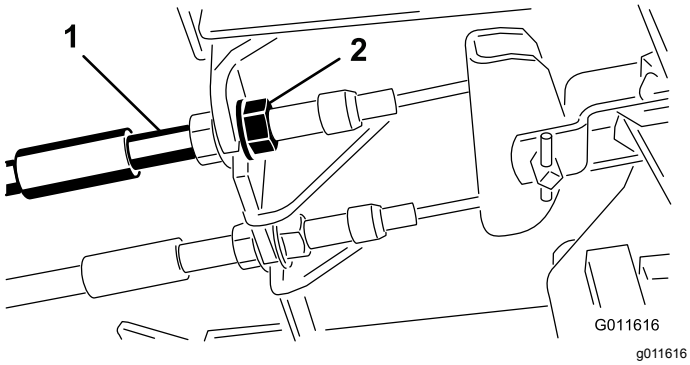

Figur 95
1. Tilspænd bremserne for at reducere bremsepedalernes frie vandring ved at løsne den forreste møtrik på bremsekablets gevindende (Figur 95).